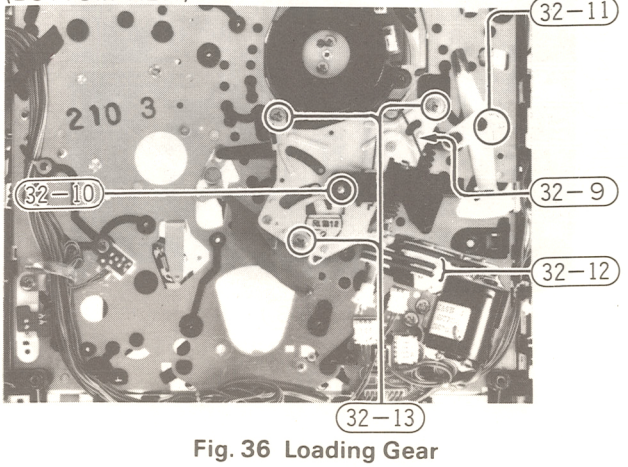

Fig. 36 Loading Gear
32. Loading gear assembly (Fig. 36)